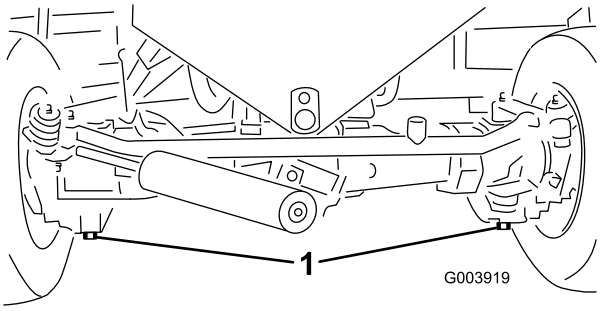

**Figuur 64**
2. Reinig de omgeving van de aftappluggen (Figuur 64).